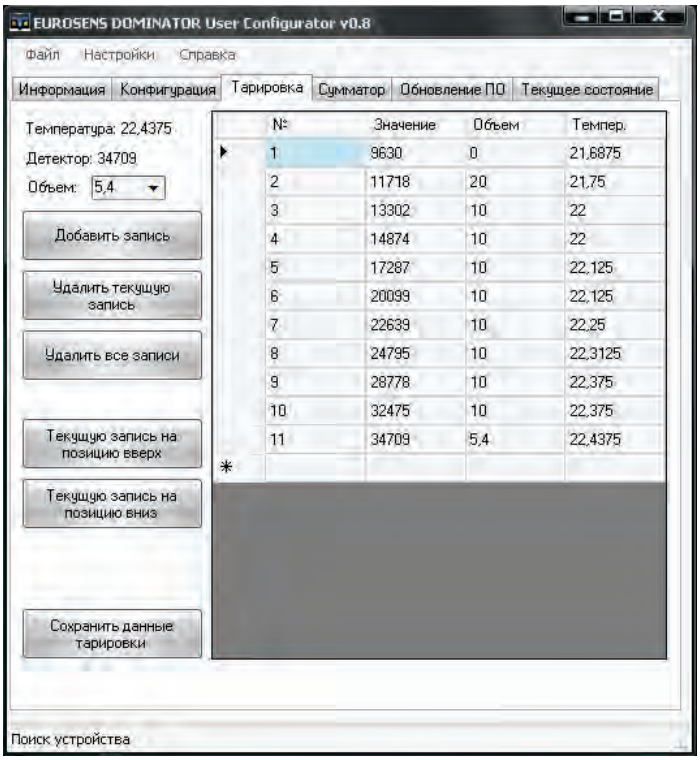

Рис.43
16) Повторять пункты 11…15 до тех пор, пока тарируемый бак не заполнится полностью (рис.43).